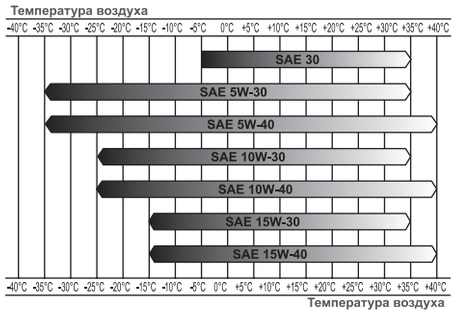

**Рис. 11 Определение вязкости масла**
*Нельзя применять масло для двухтактных двигателей. Рекомендуется применять моторное масло для четырехтактного бензинового двигателя категории SL и выше по системе классификации API. Вязкость масла по классификации SAE выбирается в зависимости от температуры окружающего воздуха, при которой будет работать двигатель. При выборе вязкости масла пользуйтесь таблицей, показанной на Рис. 11.*